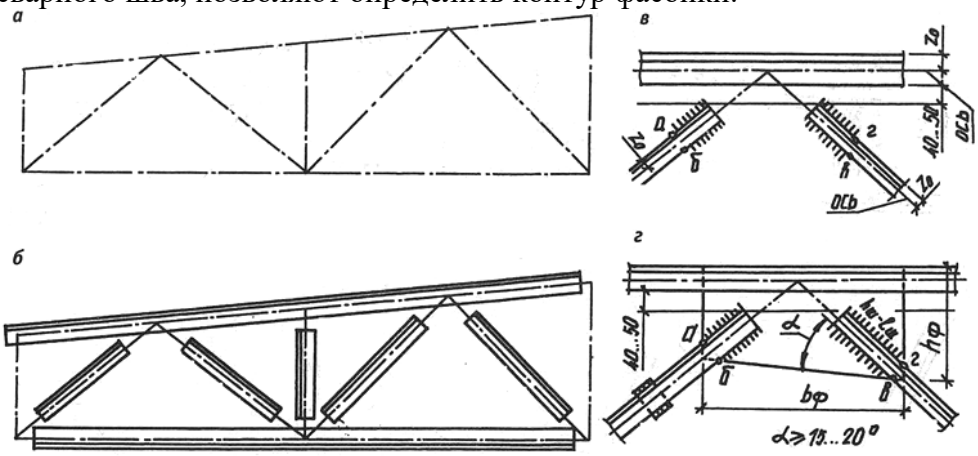
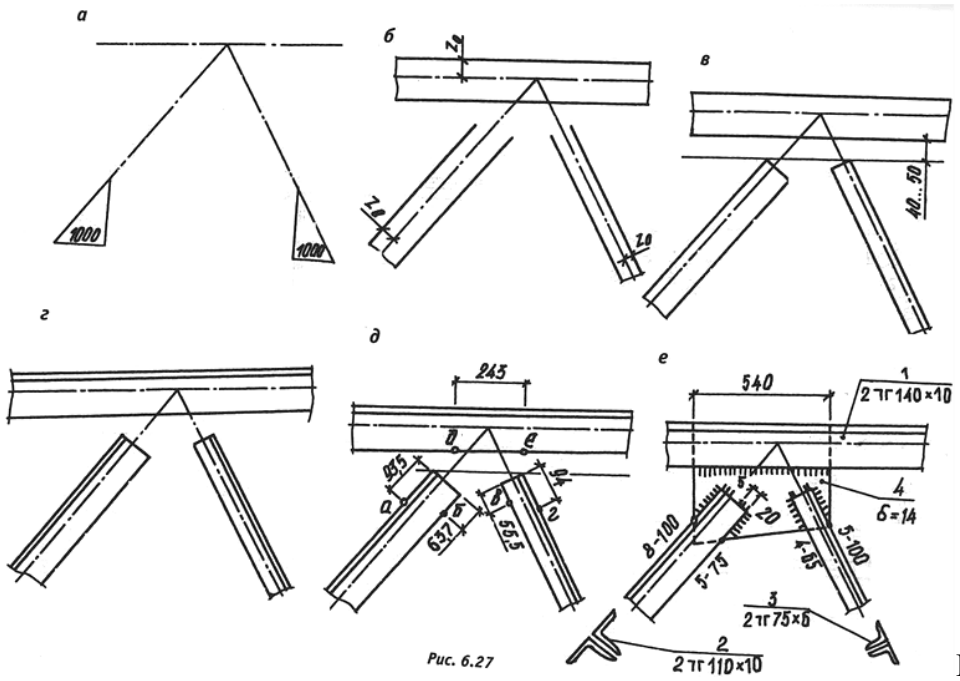

Рис. 16.8
Рис. 16.9
1. Тонкими линиями толщиной 0,3-0,4 мм вычерчивают сетку геометрических осей элементов фермы (рис. 16.8, а) в масштабах 1:20,1:25, реже в масштабе 1:40. Масштаб сетки выбирают в зависимости от геометрических размеров фермы и сечений поясов и решетки.
2. Затем вдоль сетки геометрических осей в соответствии с размерами сечений уголков или других профилей проката линиями толщиной 0,5-0,б мм вычерчивают контуры стержней поясов и решетки фермы (рис. 16.8, б). При этом линии сетки геометрических осей должны совпадать с осями, проходящими через центры тяжести уголков или других профилей проката, из которых выполнена ферма на сварке. В клепаных конструкциях сетка геометрических осей должна совпадать с рисками (линиями, на которых располагаются центры заклепок) заклепок.
3. Далее приступают к конструированию узлов фермы. Необходимо помнить, что стойки и раскосы не доводят до контура верхнего и нижнего поясов на 40-50 мм. Это расстояние обеспечивает место для размещения сварных швов и элементов решетки (чаще всего уголков) в случае неточности й их обрезке, а также позволяет избежать концентрации сварочных напряжений. Для удобства построений на расстоянии 40-50 мм от контура верхнего или нижнего пояса проводим тонкую линию, параллельную этому контуру (рис. 16.8, в). Эта линия ограничивает длину уголков стоек и раскосов. Концы уголков стоек и раскосов обрезают под прямым углом к оси.
Последовательность построения отдельного узла фермы приведена на рис. 16.9.
От торца уголков вдоль обушка и пера откладывают длину сварных швов, полученных по расчету или принятых конструктивно. Сварной шов на данном рисунке изображен по отраслевому стандарту штрихами (рис. 16.9,в). Следует указать размеры шва, Проставляя их над или под условными обозначениями шва по типу «6-80», где первая цифра обозначает высоту катета шва, а вторая, после тире — длину шва. Когда из конструктивных соображений длина шва принимается больше расчетной или шов проходит по всей длине элемента, указывают только высоту шва (рис. 16.9,е). Точки а-г на рис. 16.8 и точки а-е на рис. 16.9, показывающие конец сварного шва, позволяют определить контур фасонки.
Фасонки должны иметь наиболее простую форму (прямоугольника или трапеции). Чтобы получить фасонку простейшей конфигурации (без входящих углов), длину сварных швов можно изменить. Так, на рис. 16.10, д длины швов, полученные по расчету, не обеспечили простейшей формы фасонки. В связи с этим их длина была изменена (рис. 16.9, ё).
5. Элементы решетки фермы, состоящие из двух уголков или швеллеров, необходимо соединять специальными планками (планками жесткости), которые проходят между уголками. Эти планки приваривают к уголкам с двух сторон. Планки выполняют из листовой стали толщиной, равной толщине фасонки. Ширину планки можно принимать 60-80 мм, а длину на 20-30 мм больше ширины уголка. В каждом стержне фермы независимо от длины должно быть установлено не менее двух соединительных планок. Расстояние между планками, а отсюда и их число зависят от того, в каком состоянии находится элемент фермы: сжат или растянут. Если элемент фермы сжат, расстояние принимают равным 40г, где I — минимальный радиус инерции сечения. Если элемент растянут, то это расстояние увеличивают до 80 (рис. 16.9, а).
7. После выполнения графической части работы проставляют размеры и делают маркировку элементов (рис. 16.9, б).